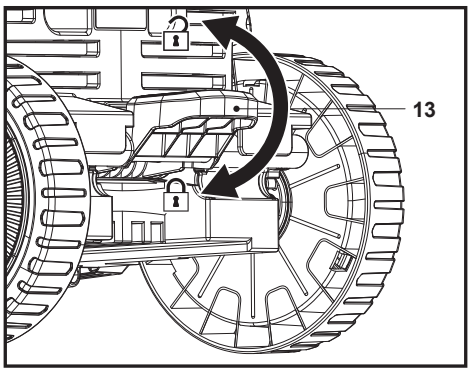

Rys. 18
Nacisnąć przycisk blokady (13), aby zablokować dwa tylne koła (8); unieść przycisk blokady (13), aby odblokować dwa tylne koła (8) (rys. 18).